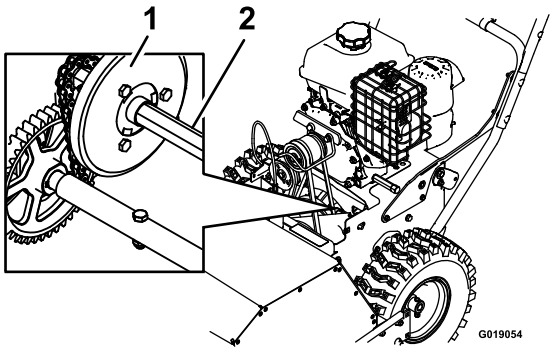

Rysunek 21
4. Zamocz czysty mały pędzelek na długim trzonku w oleju silnikowym i delikatnie nasmaruj wałek sześciokątny (Rysunek 21).
Ważne: Uważaj, aby olej nie dostał się na gumowe koło ani na aluminiową płytę cierną napędu, ponieważ spowoduje to ślizganie się napędu jezdnego (Rysunek 21).